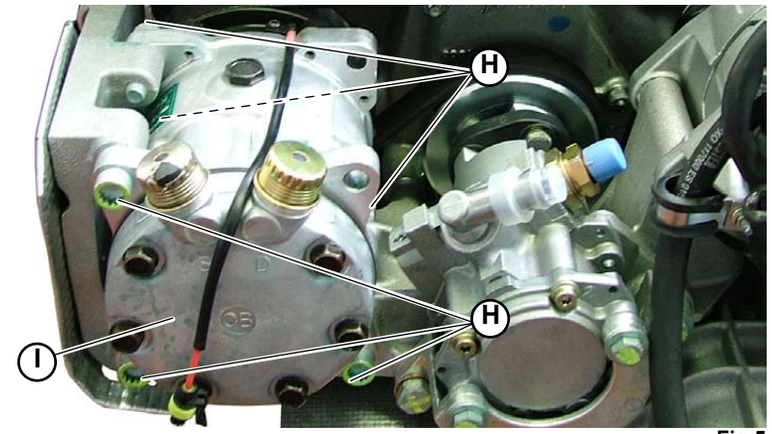

Fig.5
7. Remove the 6 screws (**H-Fig.5**) that secure the compressor (**I-Fig.5**) to the support; then remove the compressor and the pulley.